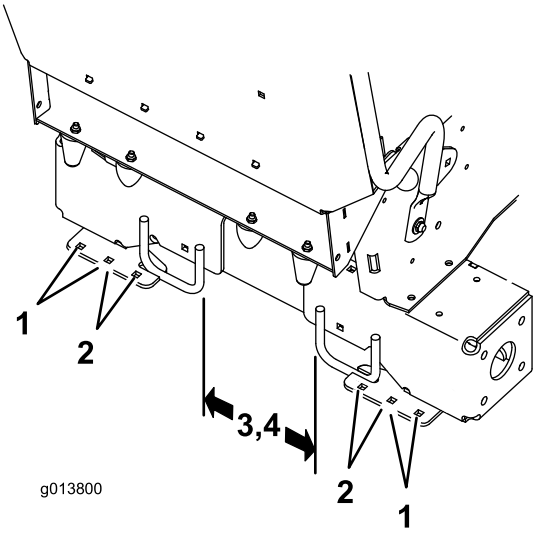

Figure 2
1. Measure the width between the rear tie downs to determine if the machine has a narrow base (6 inches (152.4 mm)) or wide base (10 inches (254 mm)) (Figure 2).
2. Install the mounting brackets to the outer holes for narrow base mowers and the inner holes for wide base mowers (Figure 2).